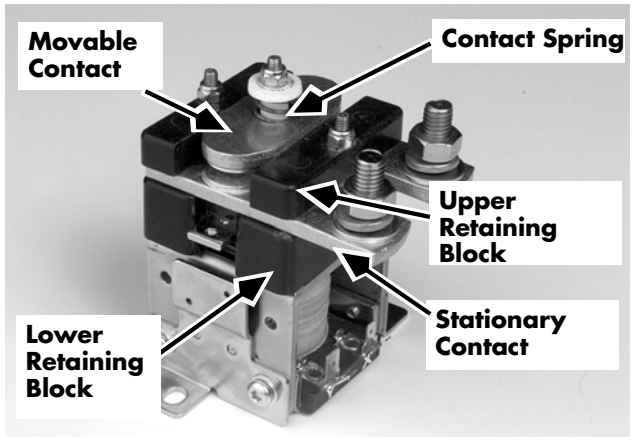

Figure 7-129: Contactor
3. Remove the two nylon nuts securing the two upper retaining blocks. See Figure 7-129.